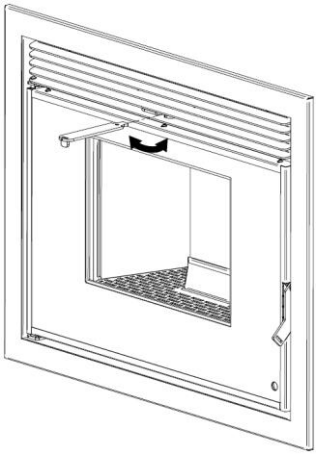

Figure 20 - Accessoire de réglage de l'air chaud sur insert WIND
- On peut régler la proportion d'air chaud soufflé vers l'avant, et passant par les tubes d’air canalisé, en utilisant le même accessoire servant à ouvrir la porte ou à déverrouiller l’appareil. Positionner l’accessoire comme montré en Figure 20, on peut voir qu'il y a une pièce qui correspond parfaitement et qui en tournant déplace un déflecteur qui dirige l’air chaud vers l’avant ou les tuyaux d’air. Pour plus de sécurité, il y a toujours une quantité minimum d'air qui sort en façade de l'appareil. Après ajustement de la position, retirer l'accessoire, de sorte qu’il reste froid.